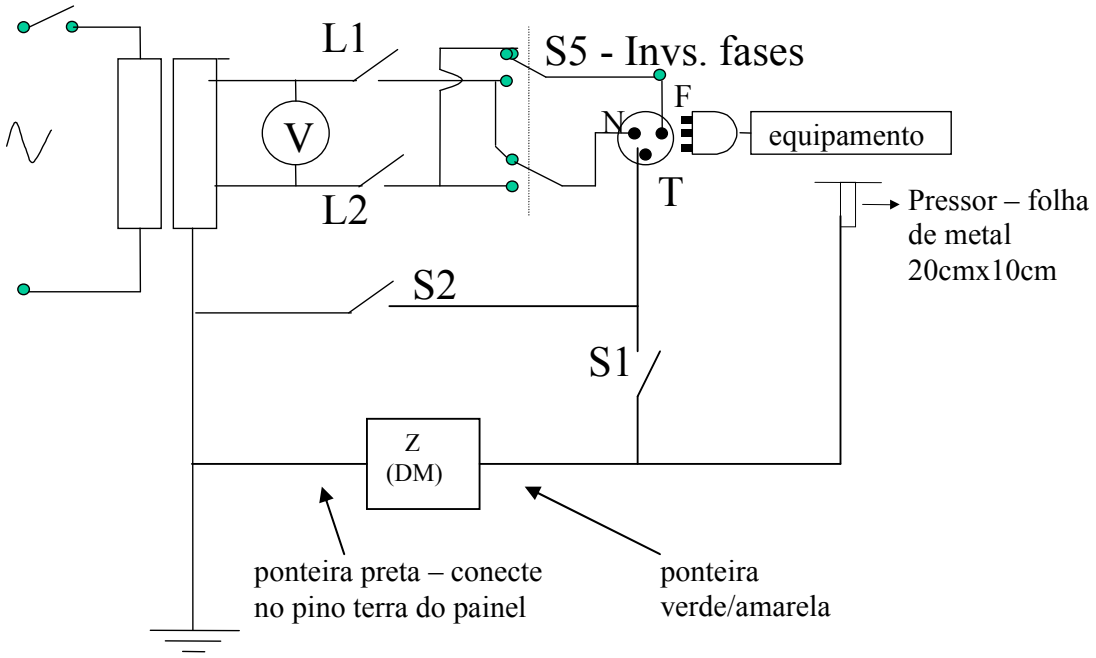

Figura 2
2.1. Com os equipamentos desligados efetuar as conexões da figura 2 conforme descrito abaixo.